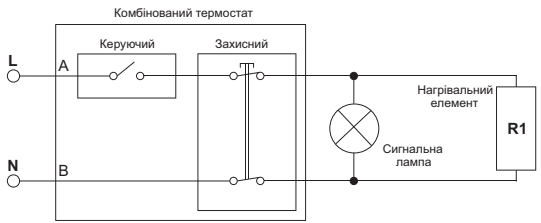
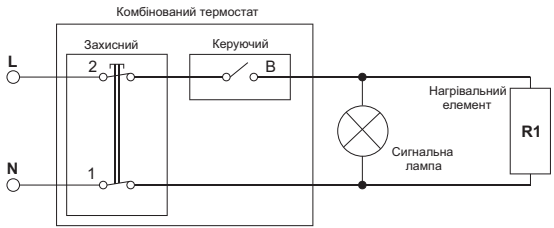

Рис. 7. Схема електрична для моделей E-series, O'Pro, EGO, O'Pro+, O'ProP
Рис. 8. Схема електрична для моделей Steatite (N3CME, N4C (E)).
Підключення моделей O'Pro (PC) (рис. 7) та моделей D400-2-BC, D325-2-BC, EXPERT, TURBO (рис. 8, 9, 10):
Підключення моделей O'Pro (PC) (рис. 7) та та моделей D400-2-BC, EXPERT, TURBO (рис. 8, 9, 10):